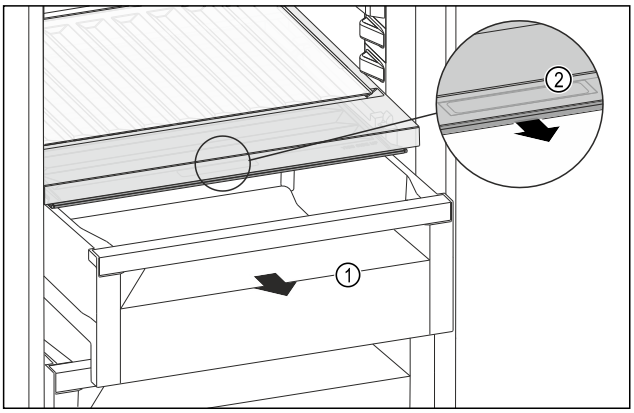

Fig. 157
▶ Extrageți sertarul *Fig. 157 (1)*.
▶ Prindeți mânerul încastrat *Fig. 157 (2)* de la capacul compartimentului și trageți concomitent capacul compartimentului spre partea frontală.